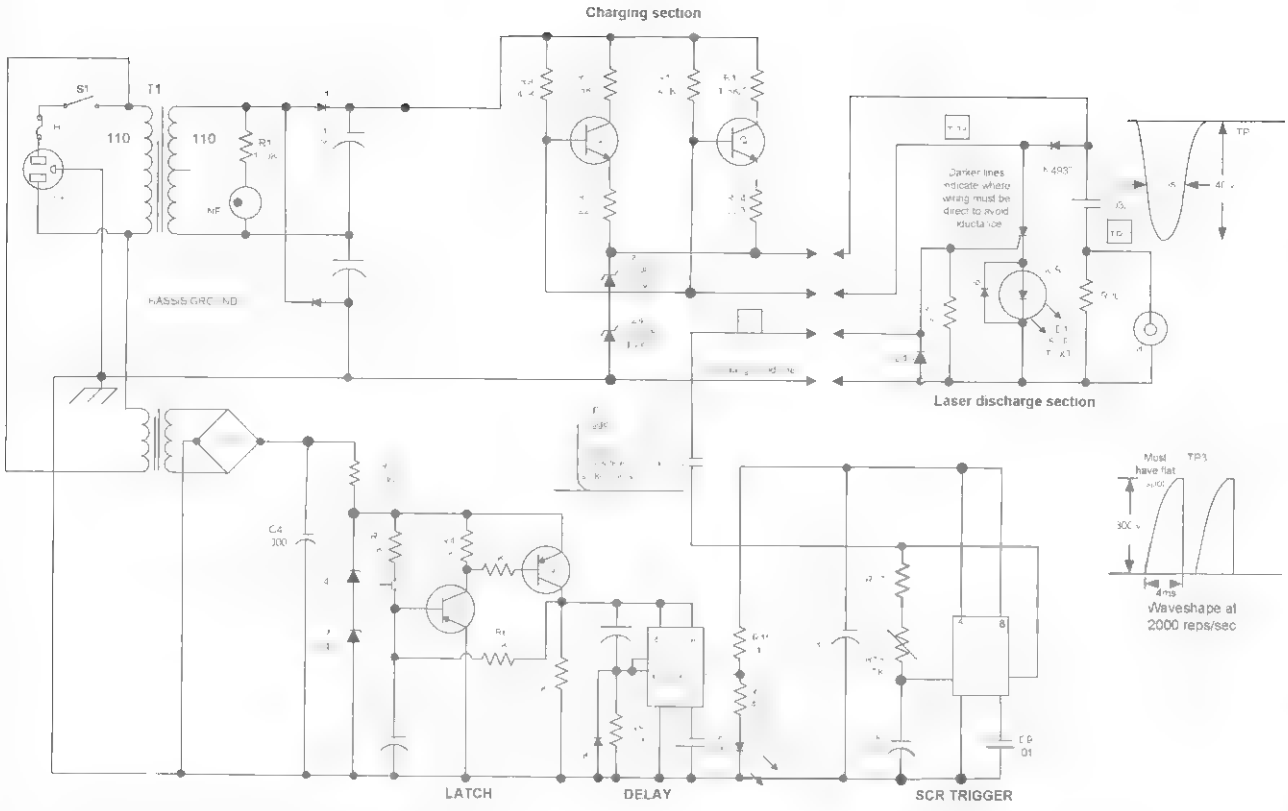

Figure 4-2 *Circuit schematic*
AC power, as shown in Figure 4-2, is obtained via polarized plug CO1 through fuse FH1. Proper grounding of the green cord lead is a necessity to prevent an unnecessary shock hazard along with usage of grounded test and measuring equipment. S1 is a key switch type where the key can be removed only in the off position. Transformer T1 provides a one-to-one ratio and isolation from the power line, while step-down transformer T2 provides the low voltages necessary for the control circuits. The power indicator lamp consists of neon lamp NE1 and associated current-limiting resistor R1.
13. Connect the scope to TP2 and note a spiky waveform that verifies the trigger pulse to the SCR, as shown in Figure 4-2.
14. Connect the scope to TP3 and note the waveform, which is the voltage across the SCR. Notice the flat spot indicating that capacitor C10 has reached a full charge before the SCR is triggered. The top of this waveshape is affected by the pulse repetition rate and should support 2,500 repetitions per second when set by R18 (see Figure 4-2).
Please note that laser diodes are very easily destroyed by current pulses that are too large and overshoot. Pay attention to the correct current pulse shown in Figure 4-2.